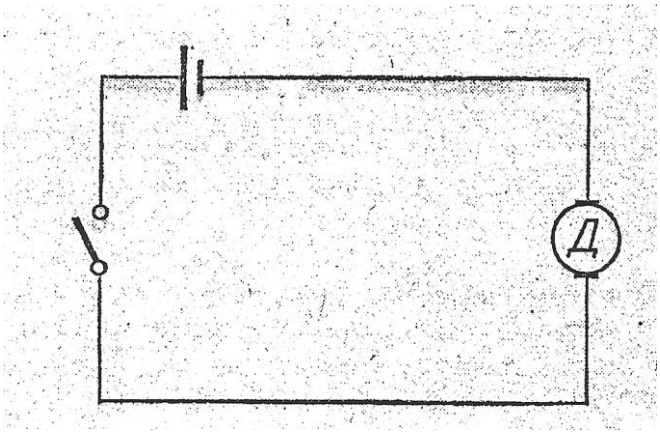

Рис. 3
3. Зібрати електричну схему по рис. 3 і 4.